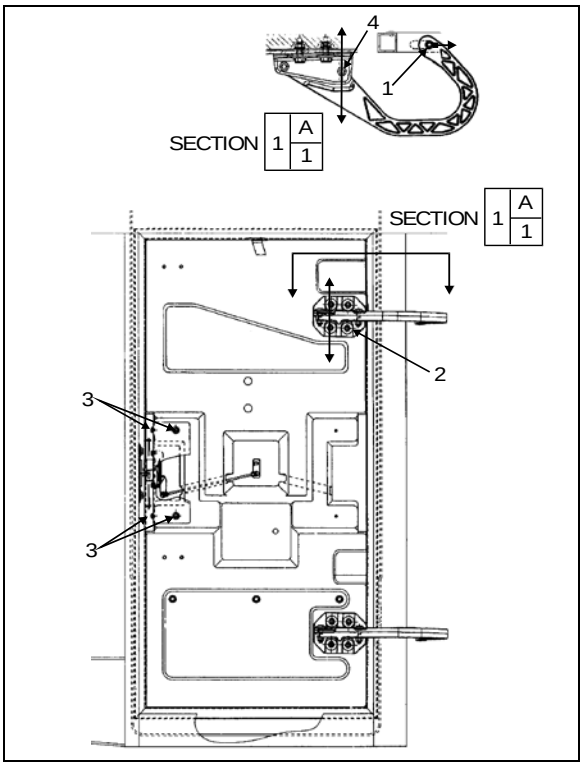

FIGURE 85: MAIN POWER COMP. DOOR 18199
1. Loosen nut (1, Figure 85).
3. Tighten nut (1, Figure 85).
4. Loosen nut (4, Figure 85).
7. Loosen screws (2, Figure 85). Screws allow the door to be shifted "UP or DOWN".